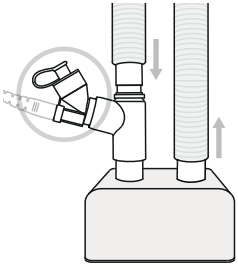

Figura 7. Aerogen Solo sul lato asciutto dell'umidificatore
2. È possibile collocare il nebulizzatore Aerogen Solo tra il respiratore e il lato asciutto dell'umidificatore. In Figura 7 viene mostrata una configurazione per Aerogen Solo presso il lato asciutto dell'umidificatore. In questa configurazione è possibile usare il sistema Aerogen Solo con un'interfaccia nasale.
Il nebulizzatore Aerogen Solo può essere utilizzato in casi di ventilazione meccanica con un'interfaccia nasale, se configurato con un umidificatore (Figura 7).